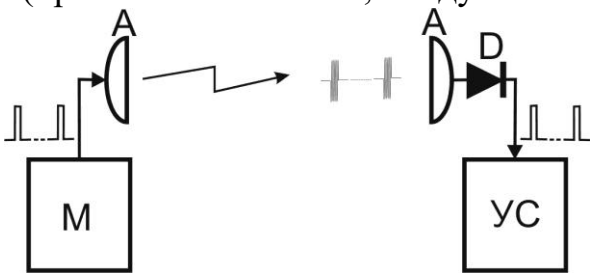

Рис. 6.9
6.2.7.3 Синхронизация по радиолучу (см. рис. 6.9):